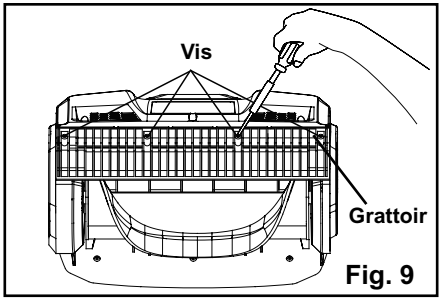

Fig. 9
- Dévissez les quatre (4) vis situées sous la lame qui maintiennent le grattoir au boîtier à l'aide d'un tournevis cruciforme. (fig. 9).